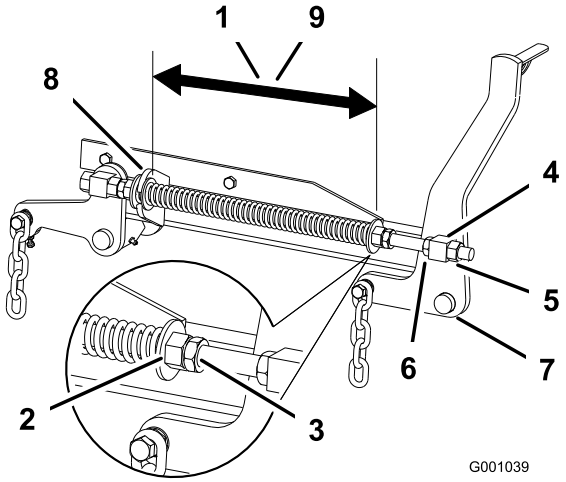

Rysunek 83
2. Sprawdź odległość pomiędzy 2 dużymi podkładkami. Musi ona wynosić 28,2 cm dla kosiarek o szerokości podwozia tnącego 1,3 metra i 26,7 cm dla kosiarek o szerokości podwozia tnącego 1,5 metra (Rysunek 83).
3. Aby wyregulować odległość, poluzuj przeciwnakrętkę i dokręć nakrętkę z przodu każdej sprężyny (Rysunek 83). Obróć nakrętkę w prawo, aby skrócić sprężynę, lub w lewo, aby ją wydłużyć.
4. Zablokuj nakrętkę, dokręcając przeciwnakrętkę sprężyny (Rysunek 83).